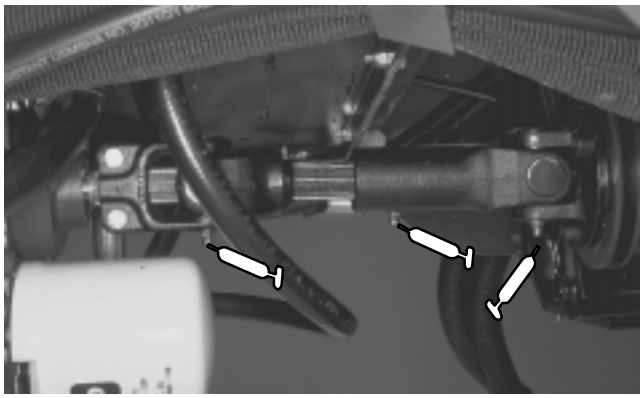
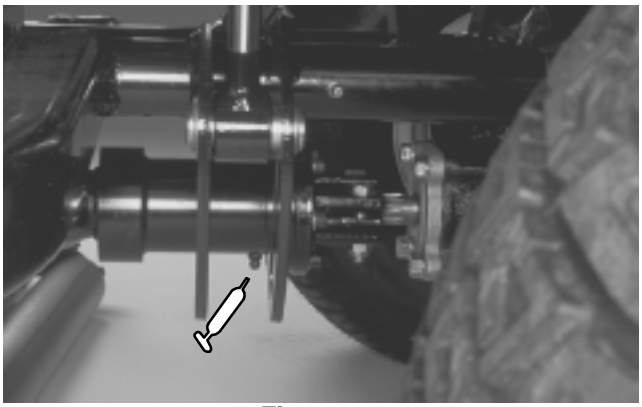
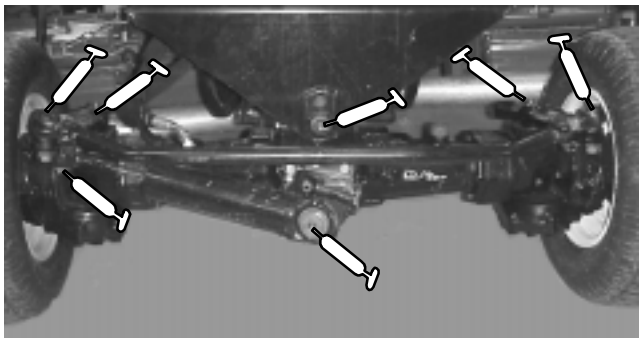
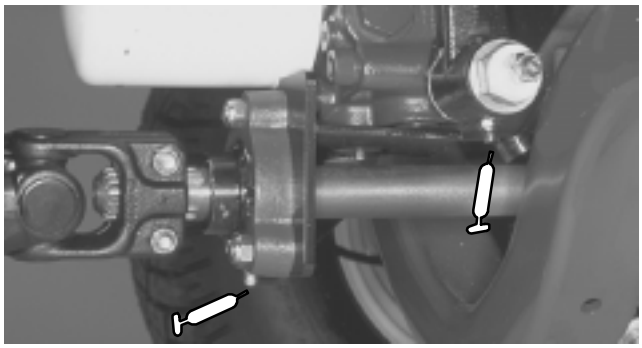

Figure 20
Figure 21
Figure 22
Figure 23
1. The grease fitting locations and quantities are: Engine Drive shaft (3), (Fig. 20); Drive shaft clutch (1) (Fig. 21); Rear axle tie rod (2), Steering cylinder ball joints (2), Axle steering pivots (2) Rear axle pivot (1) (Fig. 22); Drive shaft support bearing (1), Rear axle drive shaft (3) (Fig. 23);